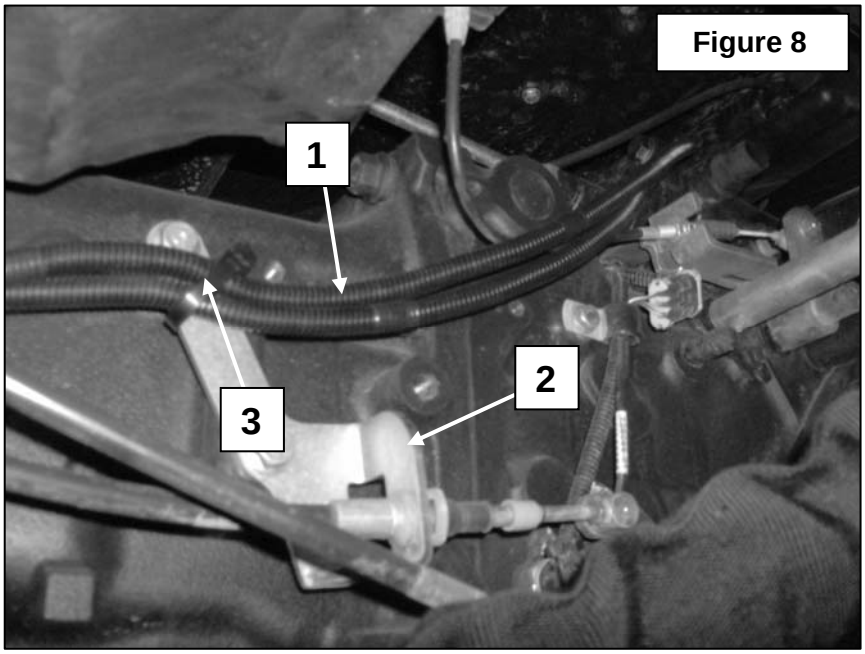

Figure 8
5. **Figure 8:** Run the tractor wiring harness (item 1) under the tractor where illustrated and secure to safe places (item 2) away from tractor moving parts, with a tie wrap (item 3). Bring the harness to the back of the tractor